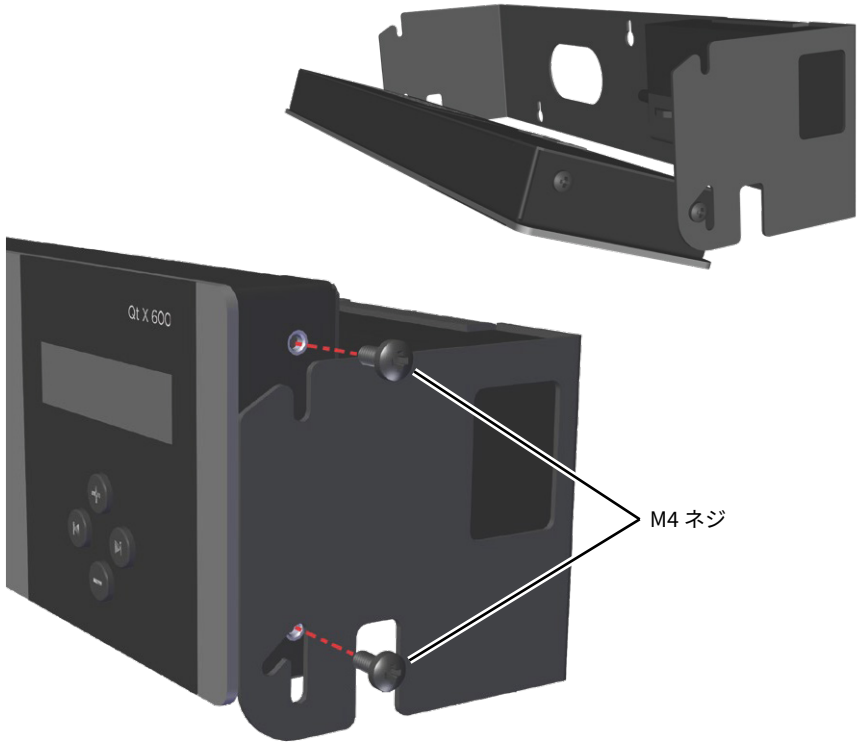

図 9　ウォールブラケットにユニットを取り付けユニットを前方に回転させる
5. コントローラーを下部の穴がウォールブラケット両サイドのスロットに合うように設置します。ブラケットが動くよう、ネジをゆるく取り付けます。上部の穴にもネジをゆるく取り付け、ブラケットの上部スロットを挟み込まないようにしてください（図 9）。コントローラーユニットは、壁への取り付けと配線のため、前方に回転させることができます。